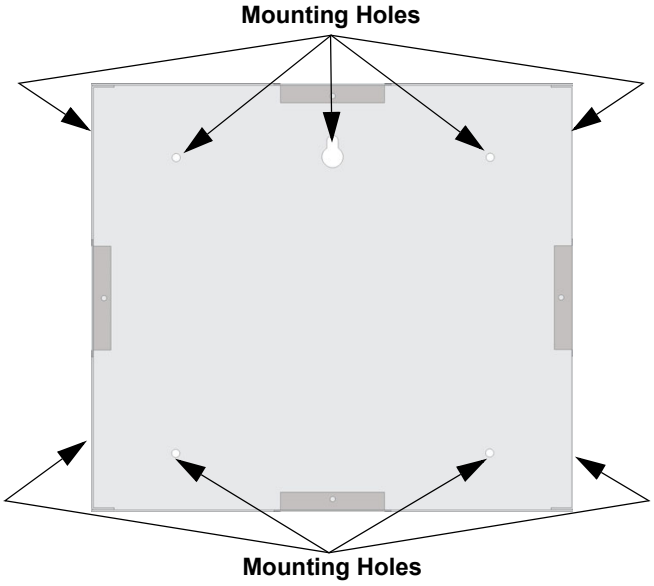

Figure 4.14 Back Box Mounting Holes
1. The back box dimensions are 9-9/32” w x 8-3/8” h. The minimum depth 2". The back box can be mounted prior to the complete installation of the RA-100using any of the mounting holes shown in Figure 4.14.
1. The back box dimensions are 9¼" W x 8 3/8" H. The minimum depth required is 2". The back box can be mounted prior to the complete installation of the RA-2000 using any of the mounting holes shown in Figure 4.14.